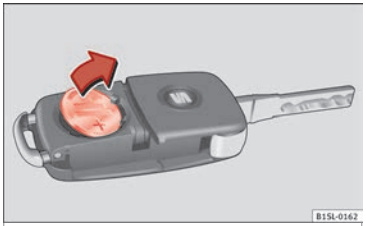

Fig. 128 Vehicle key: removing the battery
- Extract the battery from the compartment using a suitable thin object ››› Fig. 128.
- Place the new battery in the compartment, pressing in the direction of the arrow as shown ››› Fig. 128 ››› ❗.